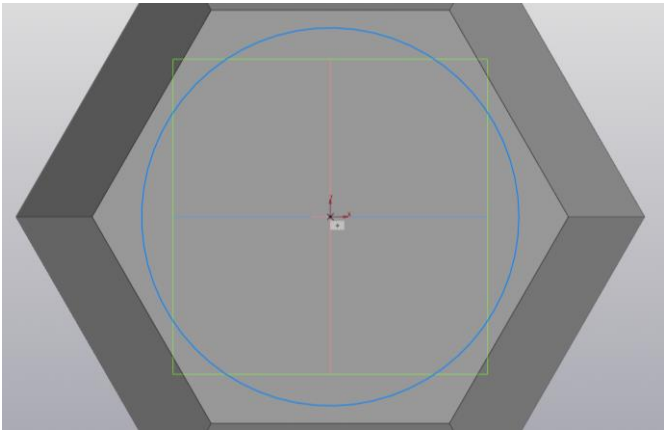

Рис. 8.4
3) Создайте на выделенной плоскости эскиз окружности с ***Диаметром*** – 60. Окружность разместите в центре плоскости (рис. 8.4).